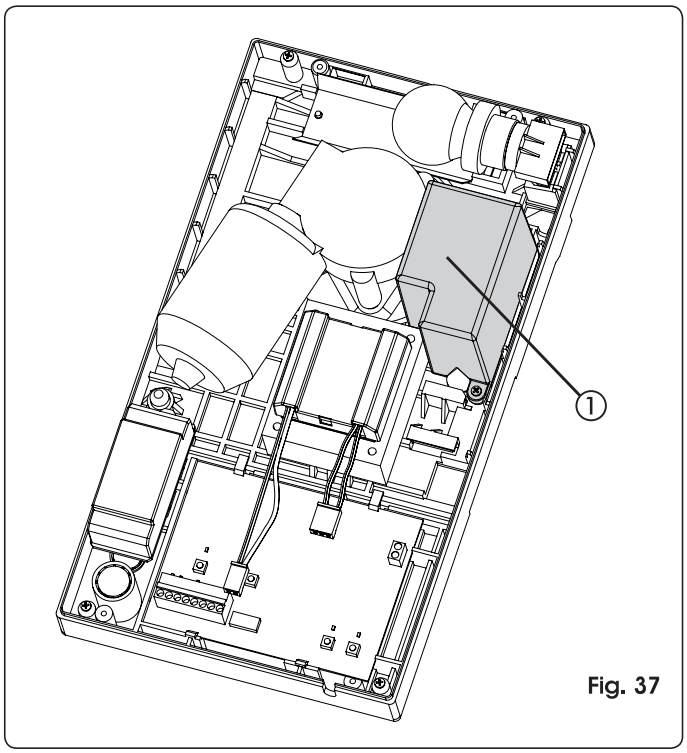

Fig. 37
Le kit des batteries tampon permet d'actionner l'automatisme même en cas de coupure de courant. Elles sont logées à l'intérieur de l'opérateur (Fig. 37 ref. ①) par l'intermédiaire d'une vis fournie.